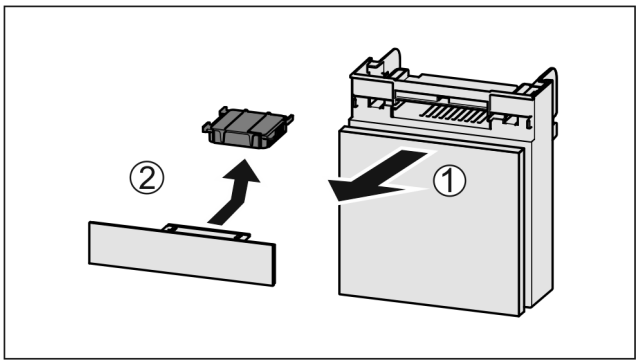

Fig. 169
▶ Pull out the compartment *Fig. 169 (1)*.
▶ Remove the carbon filter *Fig. 169 (2)*.